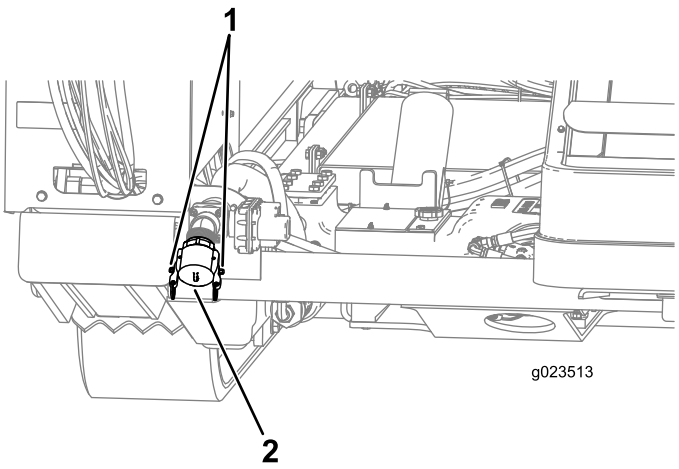

Rysunek 45
1. Podnieść dźwignie zamków baskwilowych na pokrywie wlotu pompy i zdjąć pokrywę (Rysunek 45).